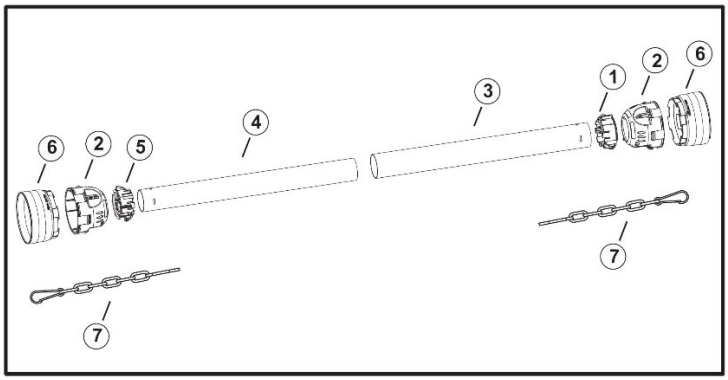

Abbildung 8
- In Abb. 8 sind die Teile gekennzeichnet, aus denen die Schutzabdeckung besteht.